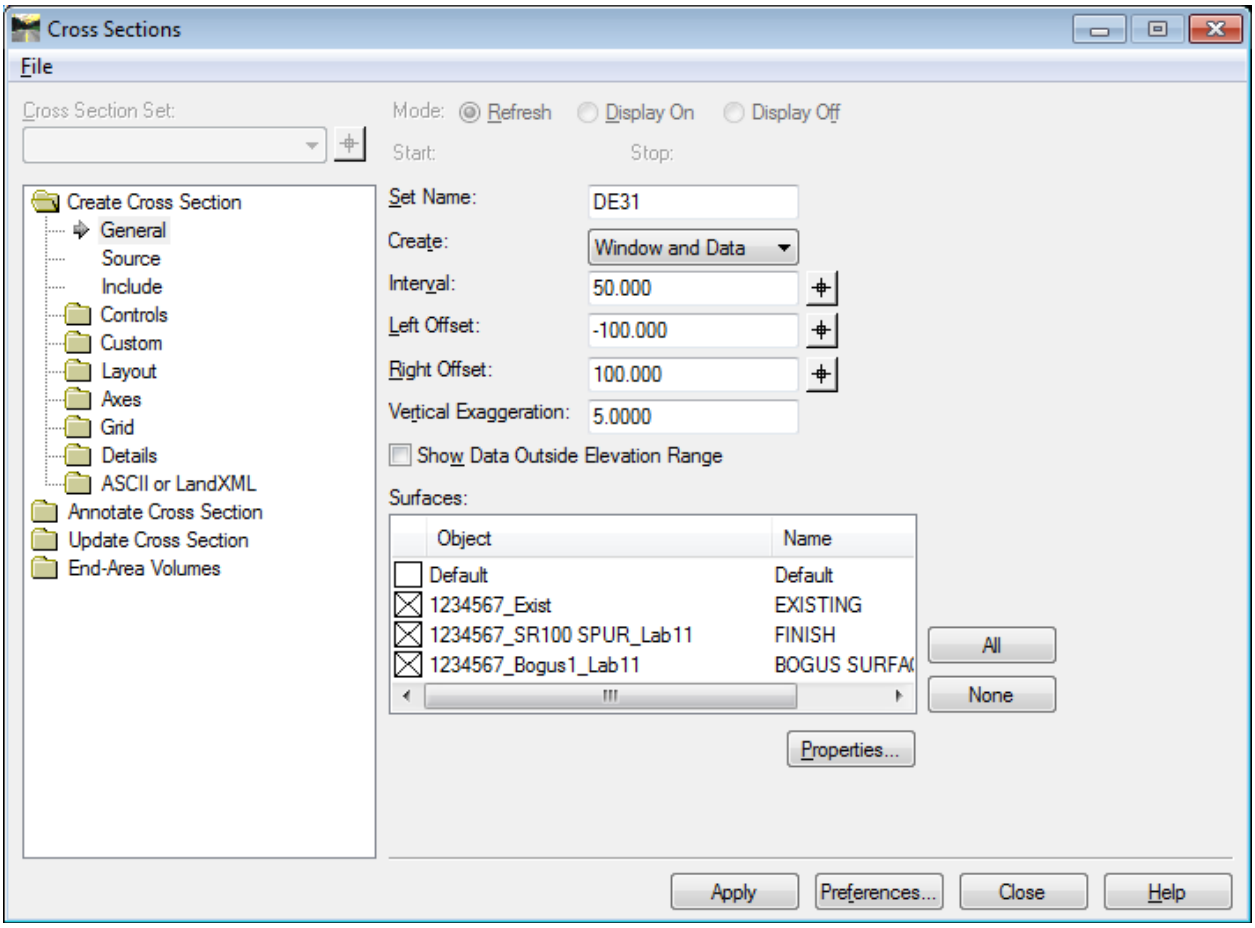

Figure L11-1 Create Cross Section
13.	**Open the Cross Sections Dialog.** • In InRoads, select **Evaluation ► Cross Section ► Cross Sections**. The **Cross Sections** dialog opens as shown in *Figure L11-1*.